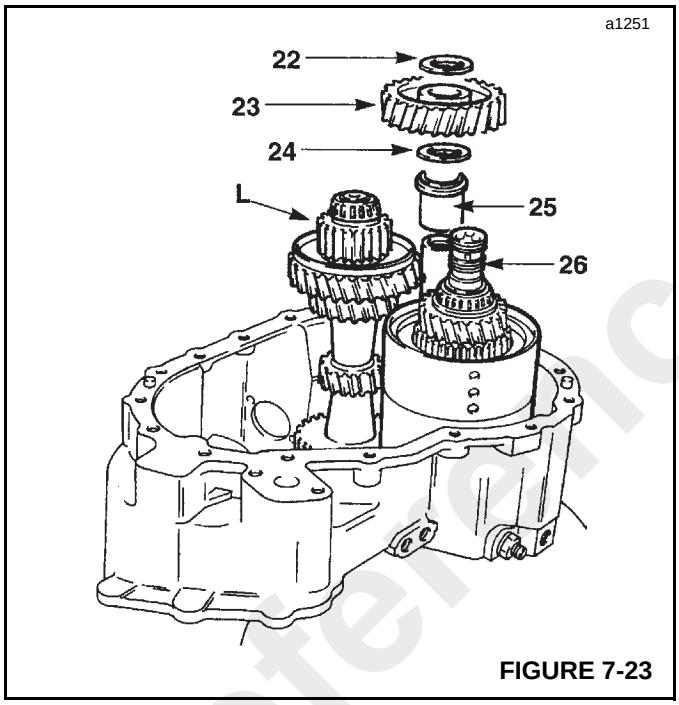

FIGURE 7-23
22. Remove idler gear upper thrust washer (22, Figure 7-23).
23. Tilt mainshaft **L** to one side and lift off idler gear (23).
24. Remove idler gear lower thrust washer (24).
25. Lift off idler gear spacer (25).
26. Tilt mainshaft **L** to one side and lift out reverser unit (26), taking care not to damage the piston ring seals.